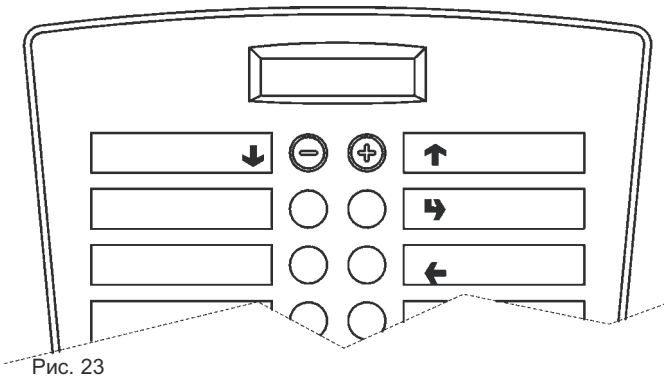

Рис. 23
- Внешняя клавиатура, настраиваемая с помощью программы, имеющая клавиши от 0 до 9 и выполняющая следующие функции в меню наполнения и меню специалиста (смотри Рис. 23):